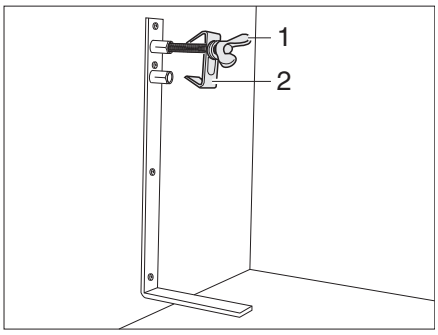

Fig. 169 Spare wheel support
- Loosen the screw (Fig. 169,1) and remove the centring device (Fig. 169,2).